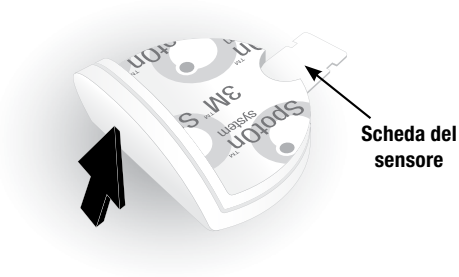

Figura 10: Rimuovere il sensore
2. Partendo dal bordo del sensore SpotOn, rimuovere delicatamente il sensore di temperatura SpotOn dal paziente (figura 10).